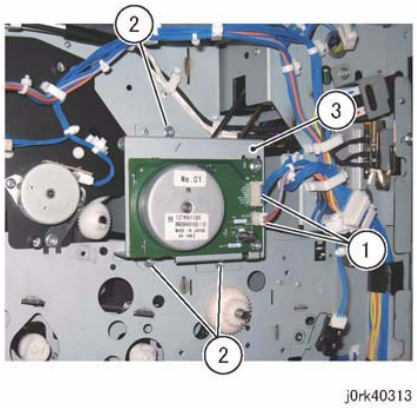

Figure 1 Fuser Drive Assy
3. Remove the Fuser Drive Assembly. (Figure 1)